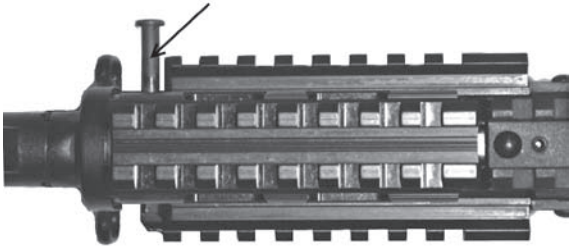

Rys. 70. Zintegrowany zespół łoża z nakładką z szynami – demontaż łącznika łoża
- wysunąć łącznik łoża z otworu w obsadzie łoża i nakładki (rys. 70).